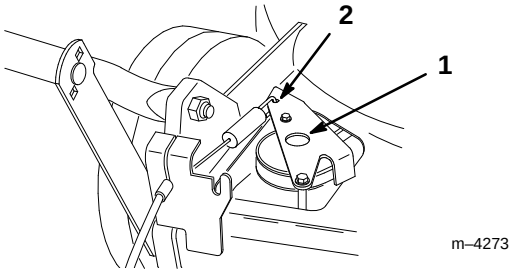

Afbeelding 24
4. Duw de drijfbeugel omlaag totdat hij tegen de grasmaaier aankomt, en houd hem in die stand (Afb. 24).